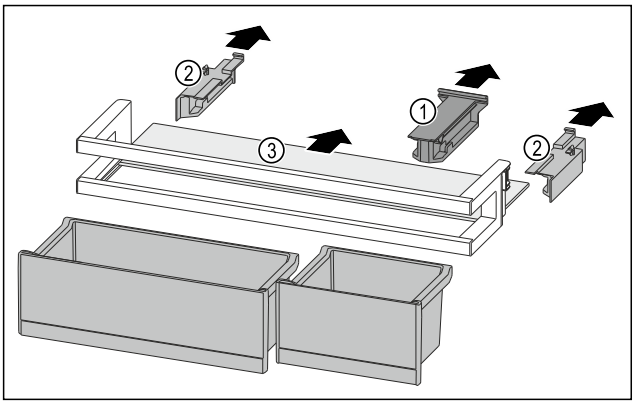

Fig. 172
▶ Držák *Fig. 172 (1)* stáhněte.
▶ Boční díly *Fig. 172 (2)* stáhněte.
▶ Odkládací plochu *Fig. 172 (3)* odeberte.